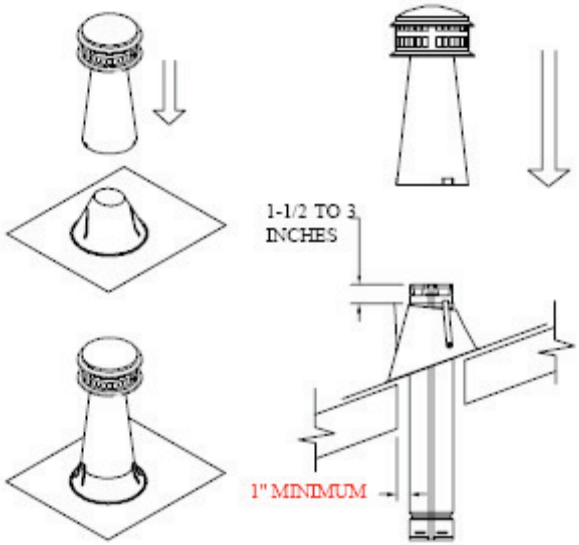

Fig 15 Fig 16
1. **Description**. The **Combination Top**, provides an easily installed, safe and efficient B-Vent **Top** and **Flashing**, as one lightweight unit. The two basic components and the assembled unit are shown in Figure 15. The **Combination Top** is designed to accommodate roof pitches from flat to 6/12, and is available for 3" through 6" diameter B-Vent pipe.